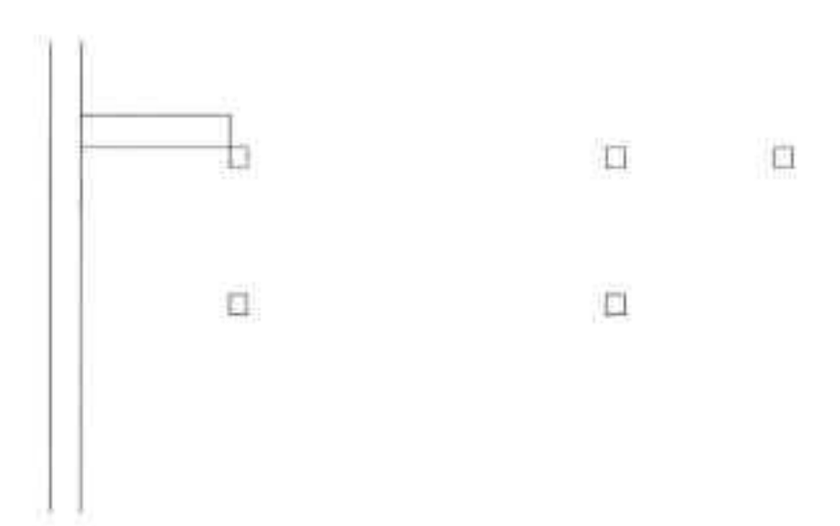

图20-35 复制正方形
Step 05 执行“复制”命令，向下再复制两个正方形，设置复制距离为 440mm，如图 20-35 所示。